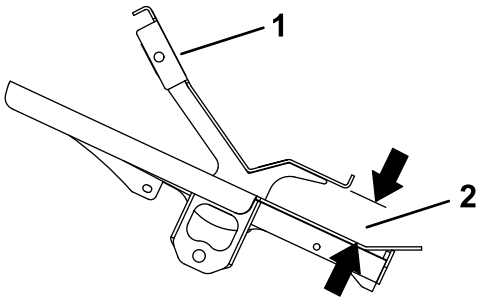

**Bild 8**
3. Stellen Sie das Fahrpedal in die Neutral-Stellung und stellen Sie das Stangenendenlager ein; schrauben Sie es hinein oder heraus, um den Wert zu erhalten, der in Bild 8 abgebildet ist.